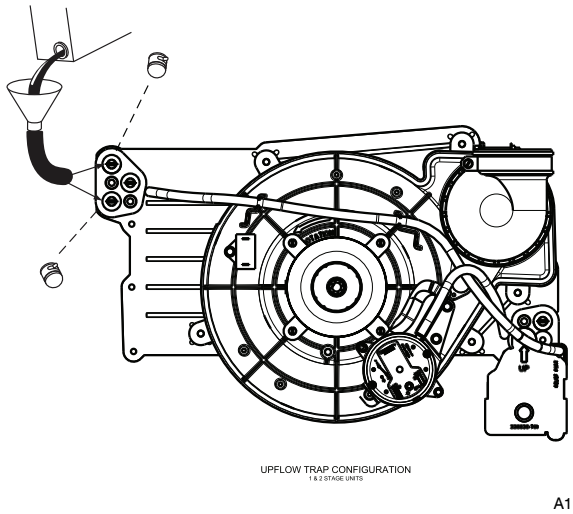

Fig. 59 - Priming Condensate Trap
1. Remove upper and middle collector box drain plugs opposite of the condensate trap. See **Fig. 59**.
2. Connect field-supplied 5/8-in. (16 mm) ID tube with attached funnel to upper collector box drain connection. See **Fig. 59**.